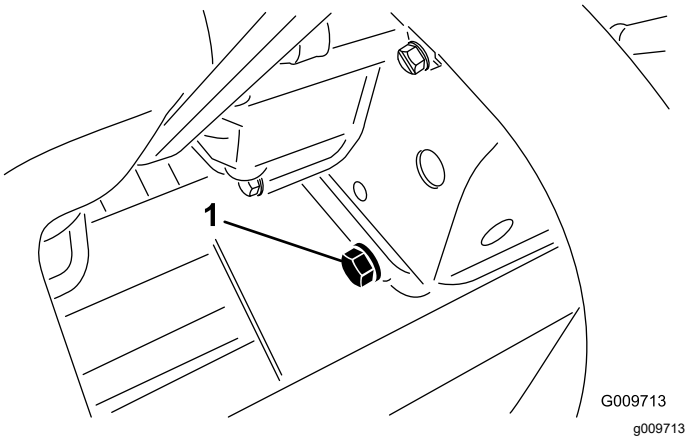

図 74
2. ドレンプラグ 図 74 を外してオイルを容器に受ける。